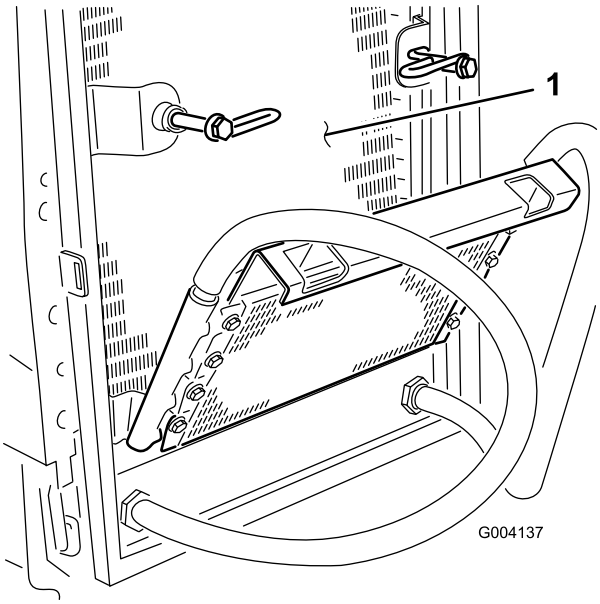

Figuur 63
6. Reinig beide zijden van de oliekoeler en de radiateur grondig Figuur 63) met perslucht.